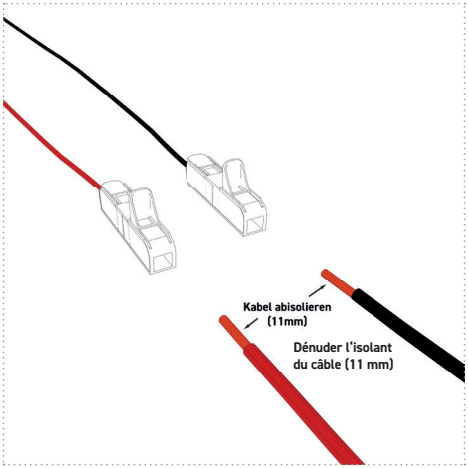

Figure 18
2. Dénudez les câbles de connexion côté bateau sur 11 mm (*figure 18*).
3. À l'aide du tableau 17, raccordez le câble d'alimentation de l'unité UV à l'alimentation électrique en utilisant les connecteurs fournis (figures 18 et 19).